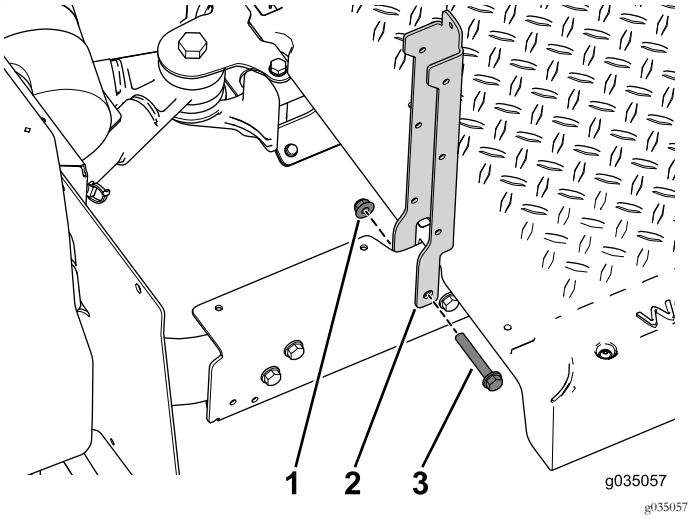

Figur 38
2. Brug de to bolte (3/8 x 2-1/2 tomme) og flangemøtrikker til at fastgøre sædestøtterne på den bageste del af maskinen (Figur 38).